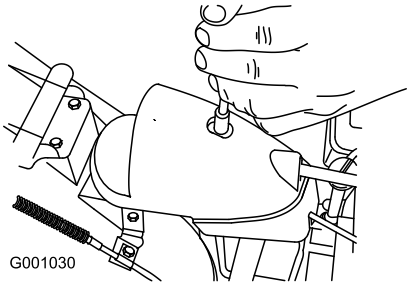

Figur 50
1. Fjern lukkemekanismen på geardækslet (Figur 50), løft dækslets forende op, og skub det tilbage og til siden.